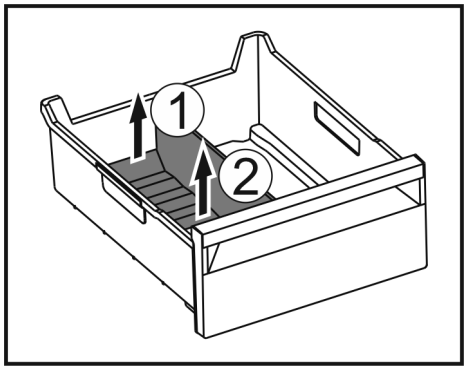

Fig. 186
▶ 提升冰格分隔器后部。 *Fig. 186 (1)*
▶ 向上取出冰格分隔器。 *Fig. 186 (2)*